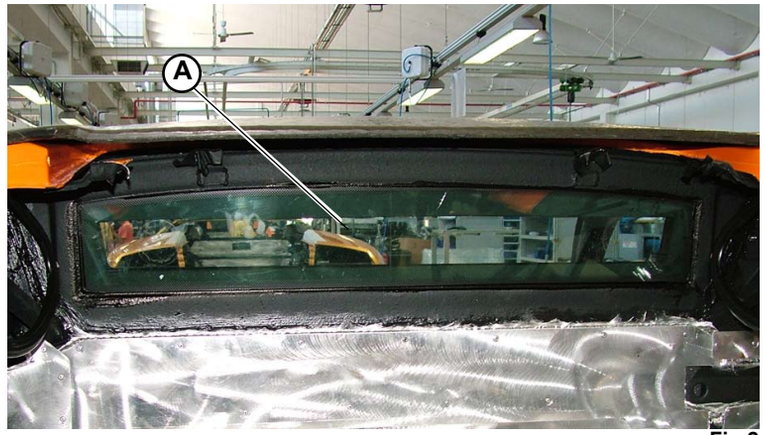

Fig.2
2. Remove the rear window (**A-Fig.2**).